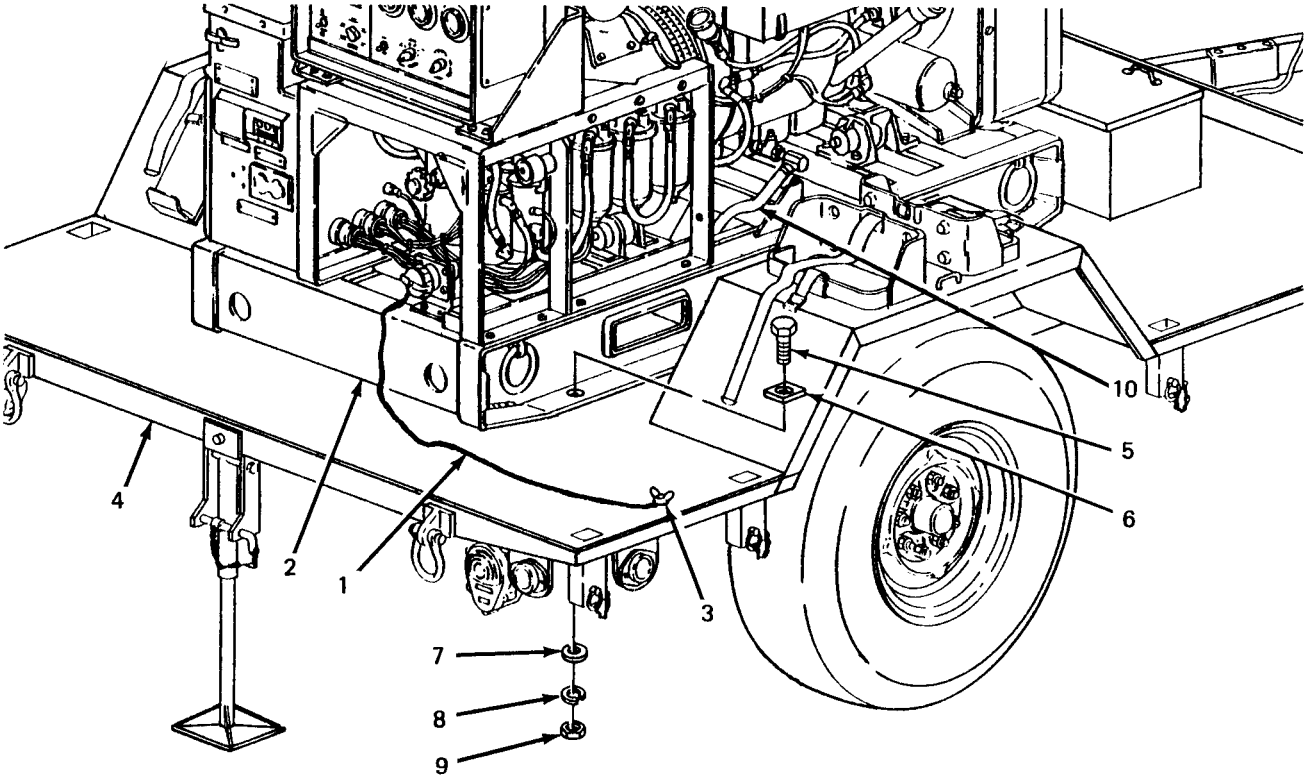

Figure 5-5. Detaching Generator Set from Trailer.
5-7. Generator Set Replacement. (See figures 5-5 and 5-6.)
(1) Remove fitted cover (paragraph 3-11, a.(1)).
(2) Remove tarpaulin support and four bow assemblies (paragraph 3-11, b.(1)).
(3) Disconnect ground wire (1, figure 5-5) from generator set (2) to GROUND TERMINAL stud (3) on trailer bed (4).
(2) Lower generator set (2, figure 5-5) onto trailer bed (4) and aline mounting holes.
(3) Insert four bolts (5) with beveled washers (6) down through generator set skid and trailer bed (4).
(4) Working under trailer, install one flat washer (7), one lockwasher (8) and one nut (9) on each bolt (5).
(5) Position beveled washers (6) so that bolt heads are parallel to top of washers. While holding beveled washers in position, tighten hardware to secure generator set (2) to trailer (4).
(6) Insert engine oil drain hose (10) through grommet in trailer bed.
(7) Install tarpaulin support and four bows assemblies (paragraph 3-11, b.(2)).
(8) Install fitted cover (paragraph 3-11, a.(2)).